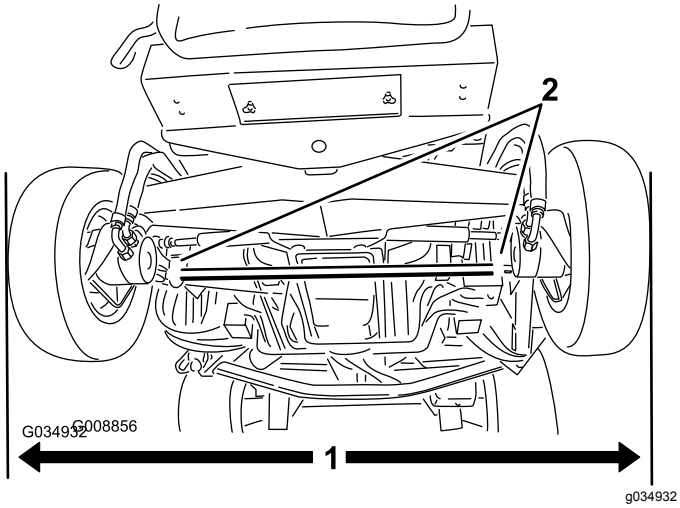

Figur 105
1. Med bakhjulene i en rett posisjon, mål den utvendige avstanden (i akselhøyde) foran og bak på bakhjulene (Figur 105).
2. For å justere spissingen løsner du klemmene på begge sider av parallellstagene (Figur 105).